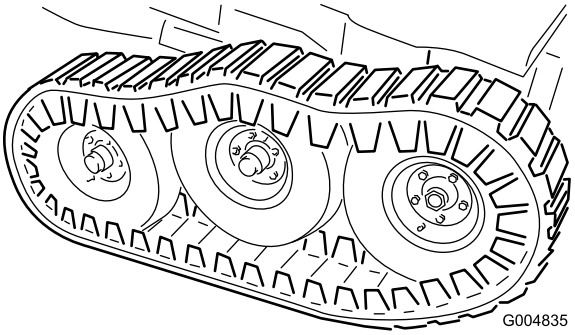

Figur 121
51. Monter de flade spændeskiver (1/2 tomme) og låsemøtrikkerne på bogiedrejeledets tap (Figur 121) og tilspænd til 102 Nm.